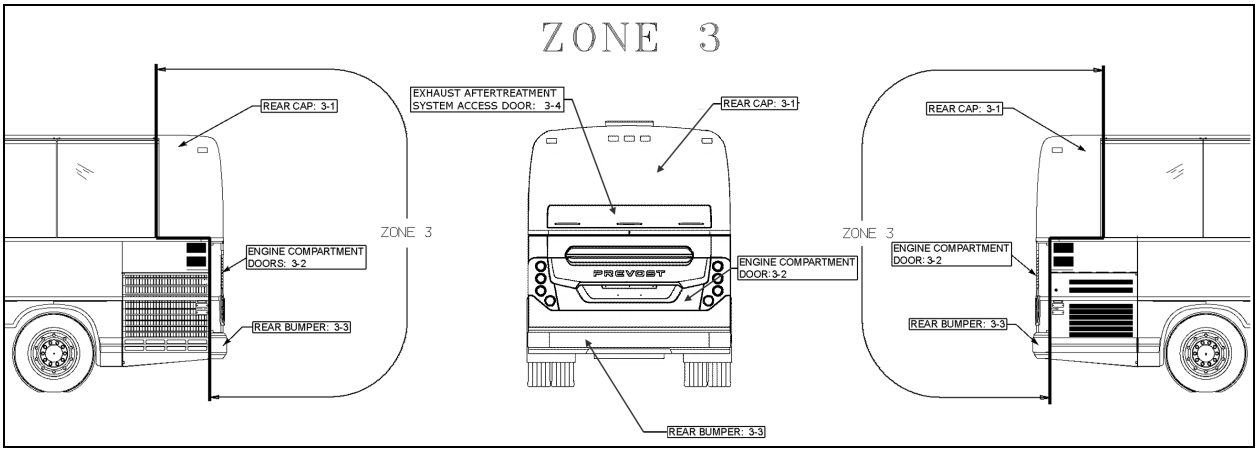

FIGURE 46: ZONE 3 18626
1. To adjust the door VERTICAL position, loosen the bolts (4 on each side) holding the door supporting arm and gas springs bracket to the *vehicle structure* (Figure 46).
2. To adjust the door LATERAL position, loosen the bolts (3 on each side) holding the door supporting arm and gas springs bracket to the *door* (Figure 46).
3. Adjust the door FORE & AFT position by screwing/unscrewing the rubber door stops on each side of the door opening (Figure 46).